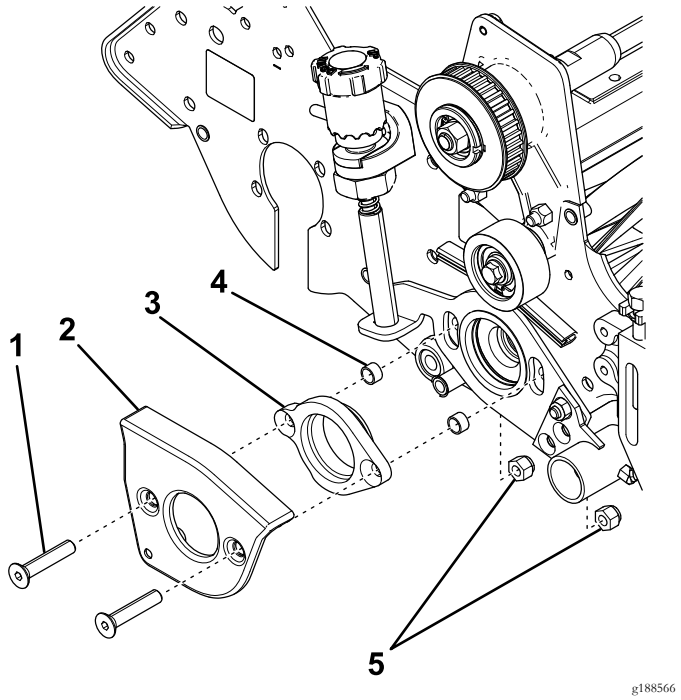

Figure 11
1. Insérez les 2 vis à tête plate dans le couvercle du bras de groomer et l'adaptateur de roulement, et glissez les entretoises neuves au bout des vis (Figure 11).
2. Insérez les vis à tête plate dans la plaque latérale et fixez-les avec 2 contre-écrous (Figure 11).